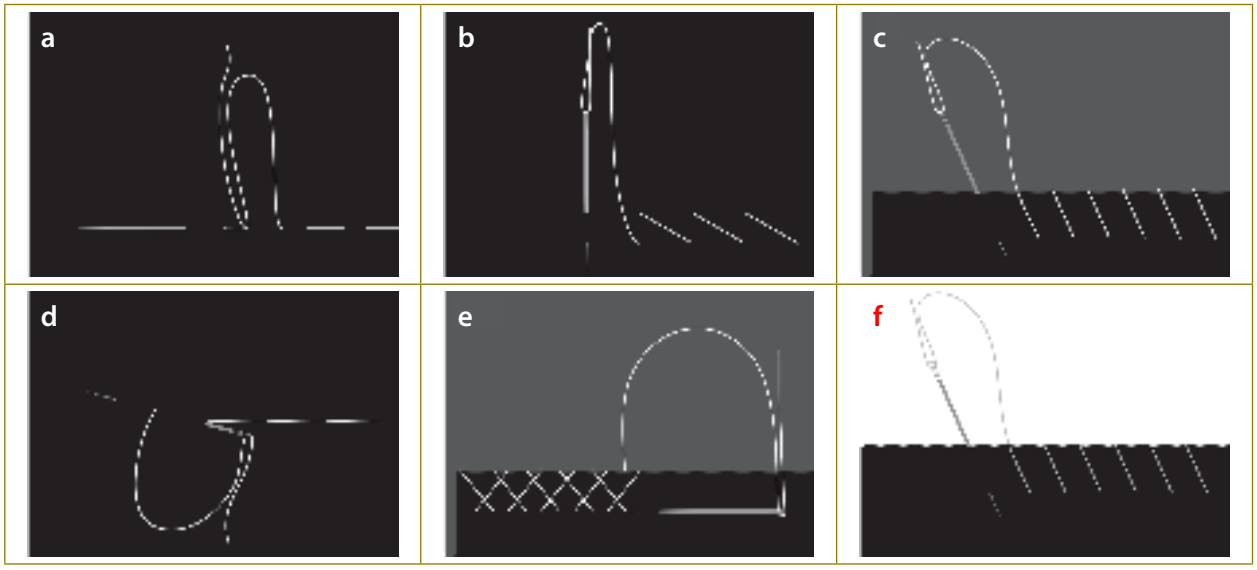

Figura 2.3. *Cusături manuale*
- ***Cusături oblice (de însăilare sau fixare)*** – se execută cu împunsături de ac care străpung straturile de material sub un unghi de 45° (figura 2.3/b, c);
- ***Cusături în formă de lanț*** – imită cusătura uzuală a mașinii, iar pașii se execută la distanță egală unul de altul (figura 2.3/d);
- ***Cusături cruciforme*** – acul prinde un fir din grosimea materialului, apoi este îndreptat sub un unghi spre dreapta, străpungând marginea îndoită (figura 2.3/e);
- ***Cusături de festonare*** – se execută pe marginile materialului, ca acesta să nu se deșire. Cusătura se face prin împungerea materialului dintr-o parte în alta, la distanțe egale (figura 2.3/f);